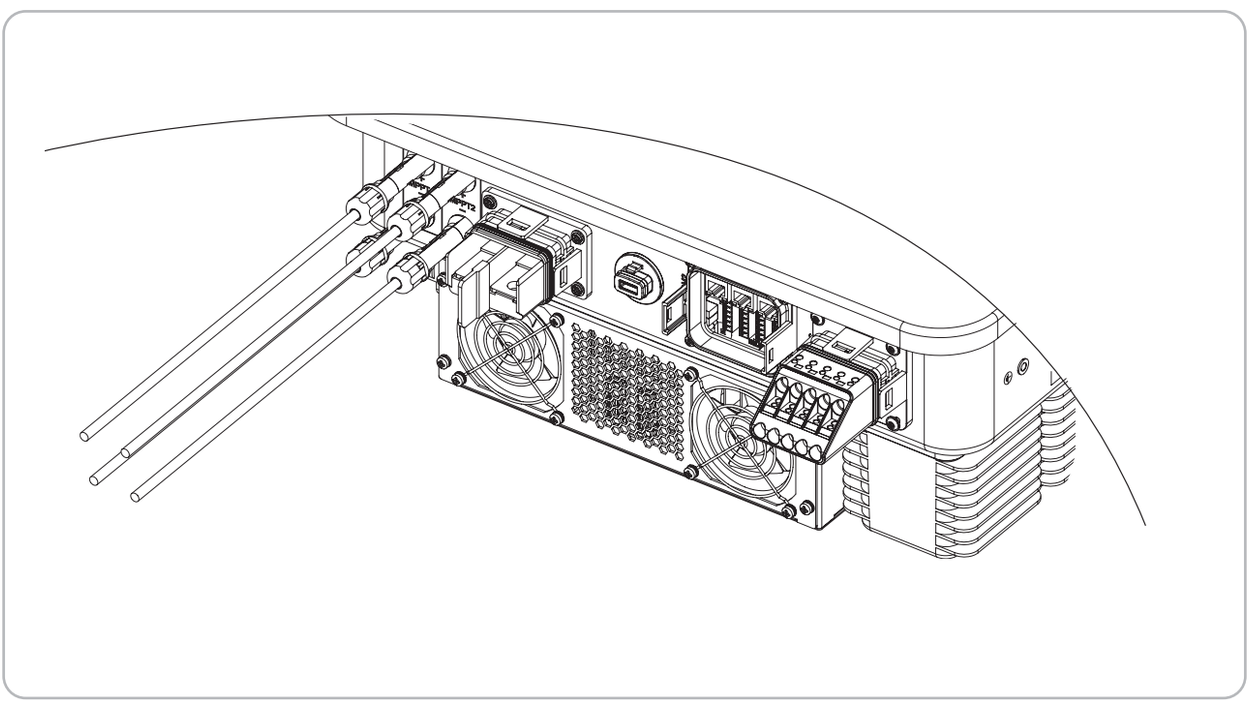

Figure 4-9
7) Insert the positive and negative connectors into the inverter DC input terminals respectively, and a “click” sound represents the assembly in place, as shown in Figure 4-9: